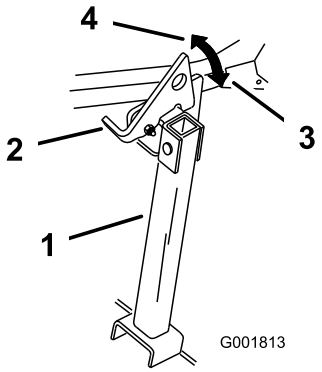

Figura 41
2. Levante el enganche a la posición desbloqueada (Figura 41).